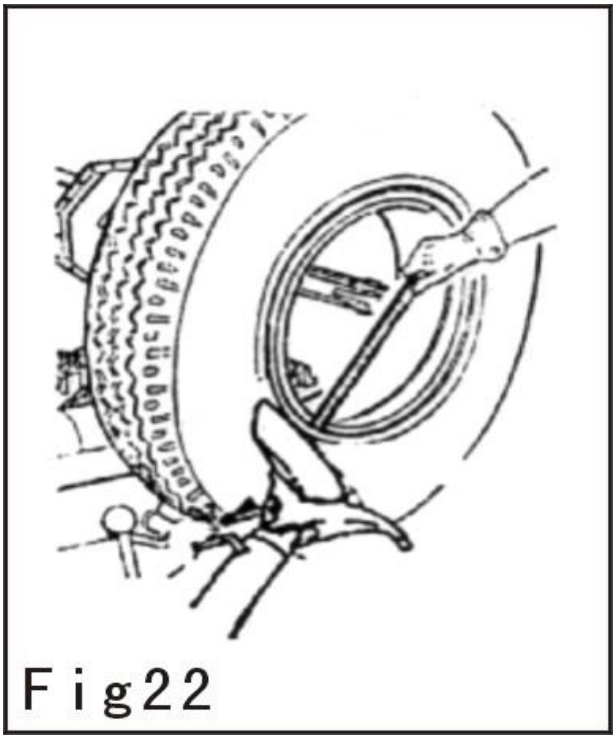

Fig22
5) As shown in Fig 22, use the crowbar to move the open of the bead press ring on the edge of the rim and then use the disk to press from inside and rotate the main shaft counterclockwise.